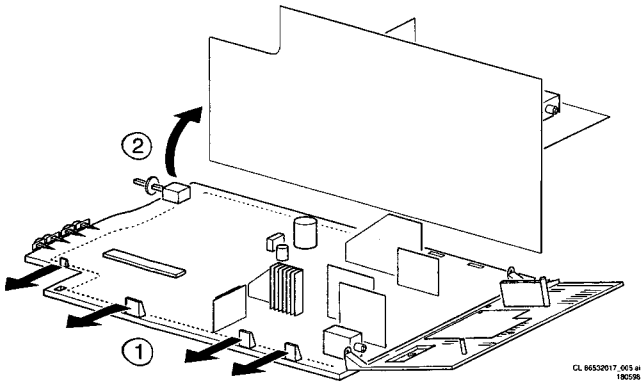

Figure 4-5
- Entfernen Sie die Schrauben der Platine (3)
- Entfernen Sie die Schrauben des kleinen Befestigungsbügels (4)
4.2.5 Reparatur der Chassisplatine (Abbildung 4-5)